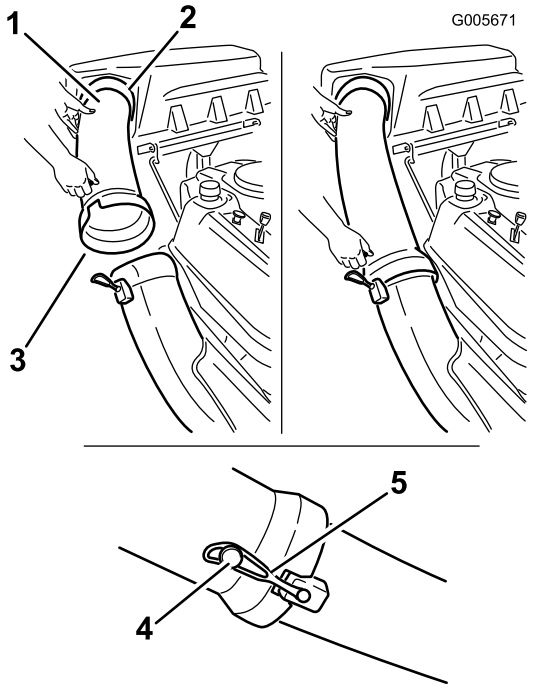

Figura 17
1. Introduzca el extremo curvo del tubo de descarga en el orificio de la tapa del ensacador (Figura 17).
2. Coloque el extremo abocinado del tubo de descarga sobre el extremo del conducto. Enganche la correa de goma del conducto alrededor de la clavija del tubo de descarga (Figura 17).